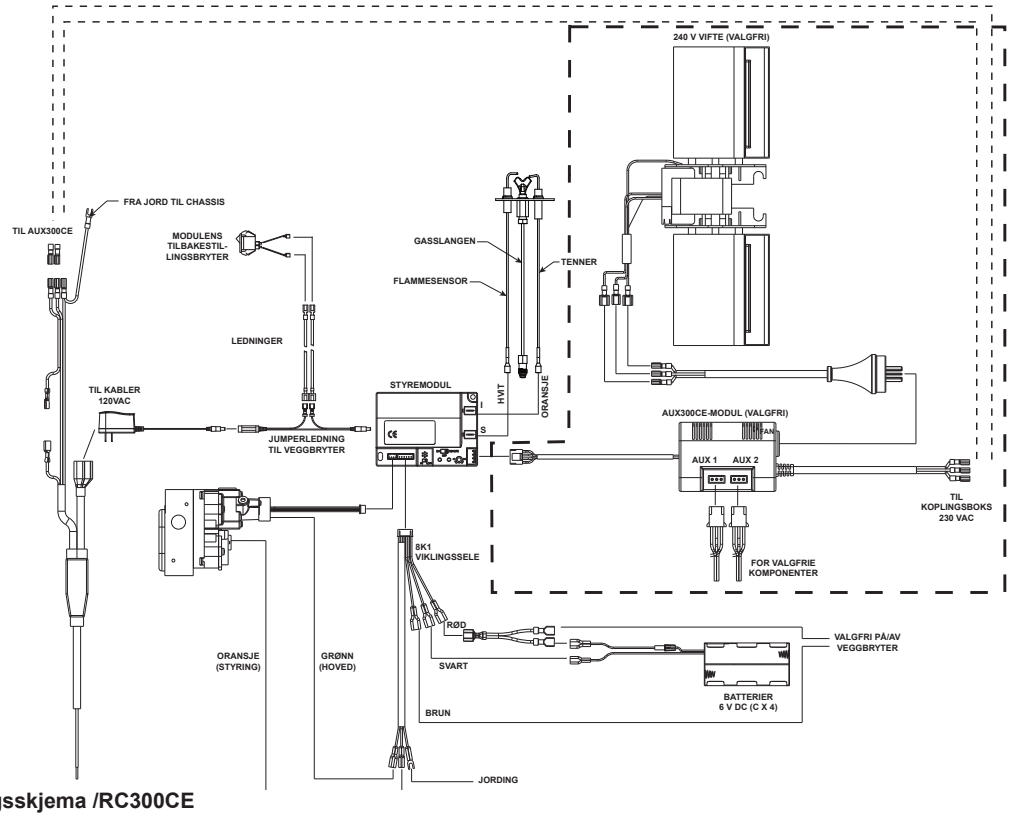

Fig. 12.1 IPI koplingsskjema /RC300CE
- Referer til Fig. 12.1, IntelliFire Plus™ Pilot Ignition (IPI) koblingsdiagram.